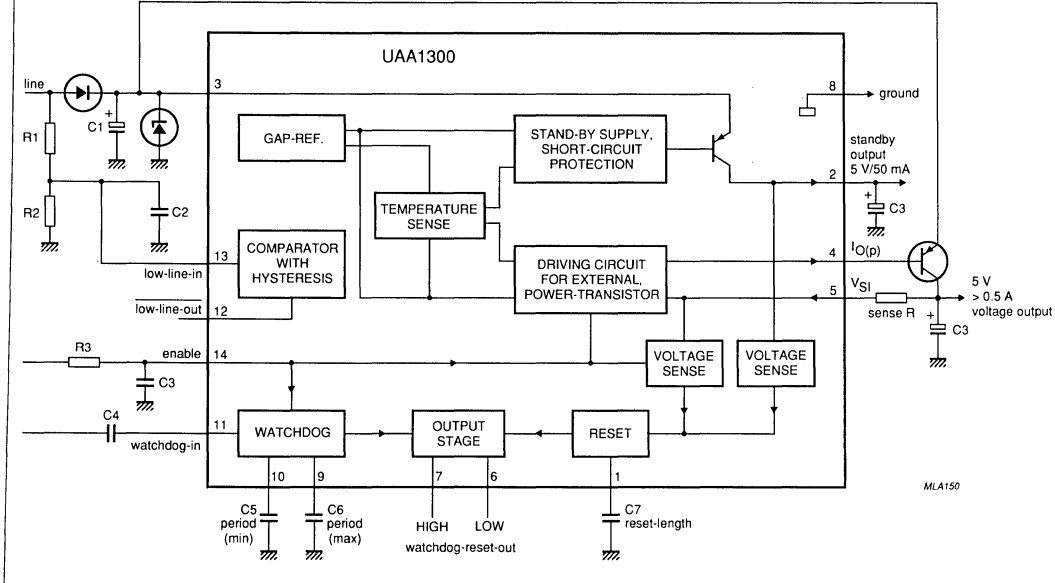

Fig.4 Functional diagram.
Output current $I_{O(p)}$ drives an external PNP power transistor when switched on by the enable input (EN). Voltage sense input (V_{SI}) regulates the current at the external power transistor. With R = 0 Ω the voltage is 5 V ± 100 mV. Using a resistor > 0 Ω the output will be regulated to a voltage > 5 V (see Figs 4, 16, 17).
An additional external capacitor C2 prevents an initiation of an $\overline{LLO}$ pulse which might otherwise be caused by short duration (transient) LLI voltage drops (see Fig.4).